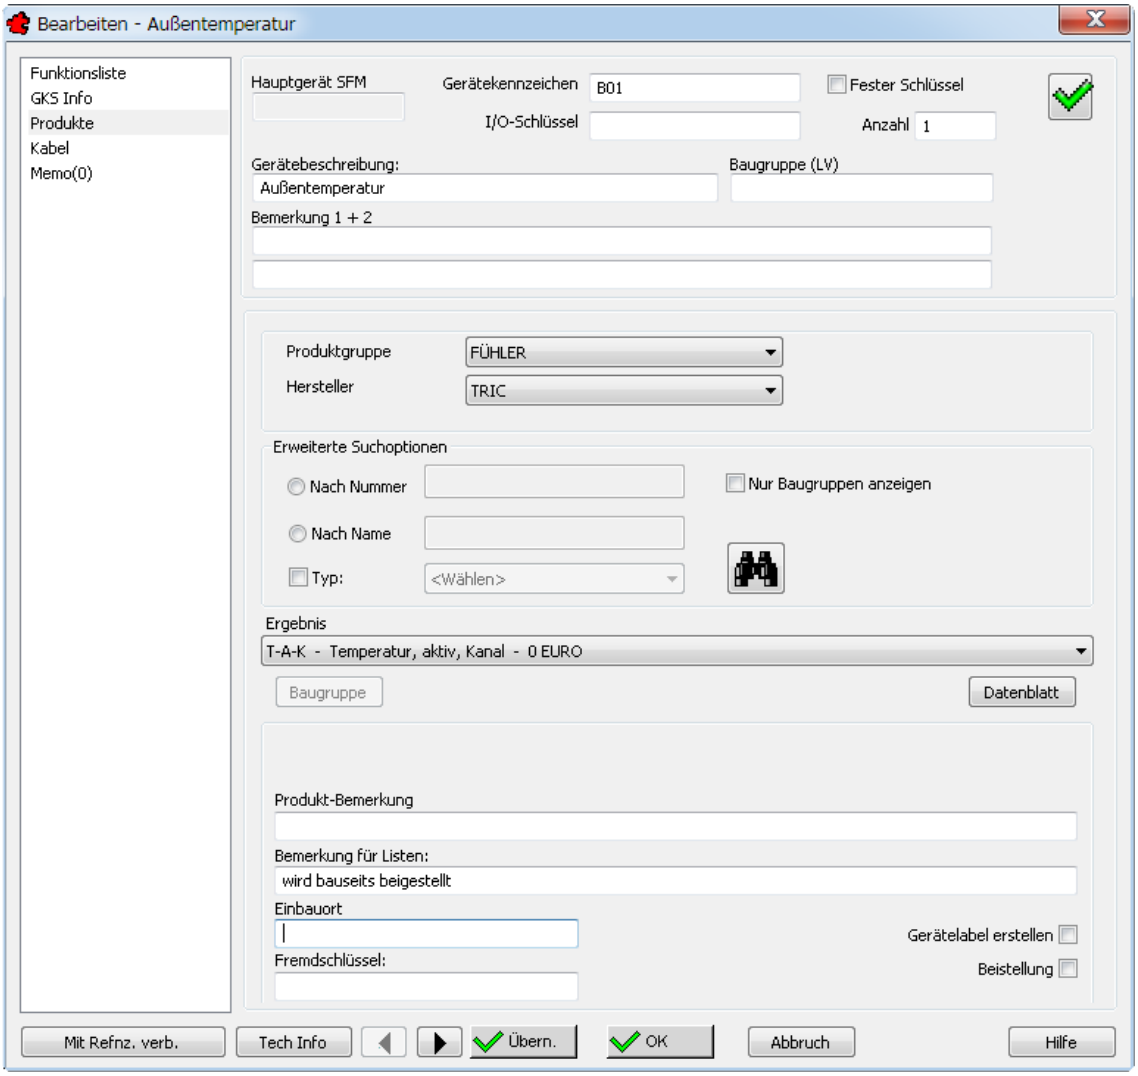

Bild 37.3 – Produktzuordnung über die Dialogbox *Bearbeiten*
- In der geöffneten Zeichnung rufen Sie *Produkt zuordnen* auf und klicken den zu verknüpfenden Block an. Über die Rubrik *Produkte* können Sie nun Produkte oder Baugruppen aller Hersteller zuordnen (vgl. *Rubrik Produkte* ab S. 401). Die neutralen TRIC Produkte enthalten bereits alle Informationen für den GAEB-Text (Abb. 37.3).